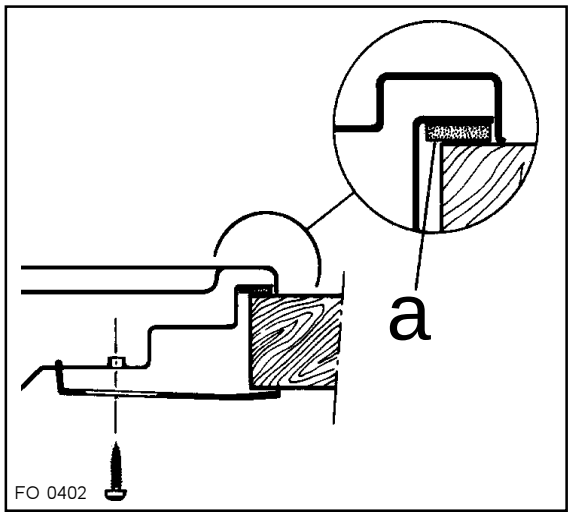

Fig. 3
- fixez la table au meuble à l'aide des pattes de serrage prévues à cet effet (fig. 3).